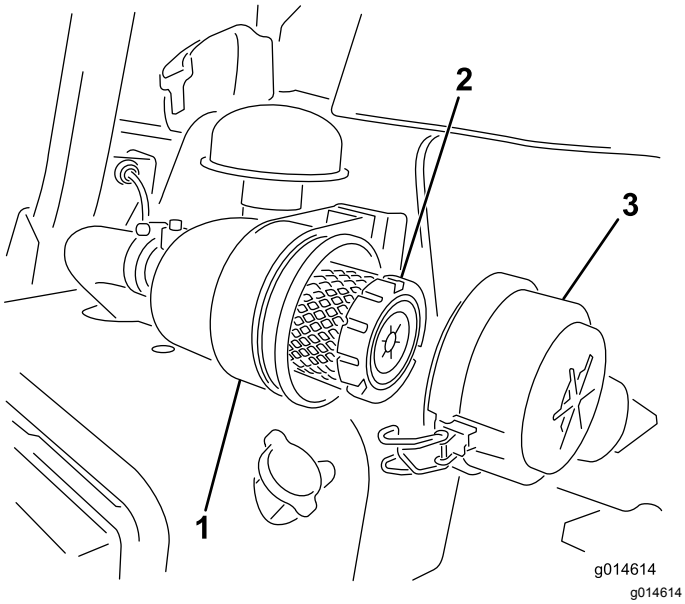

Rysunek 30
1. Zwolnij zaczepy mocujące pokrywę filtra powietrza do obudowy filtra powietrza (Rysunek 30).
7. Zamocuj za pomocą zaczepów (Rysunek 30).